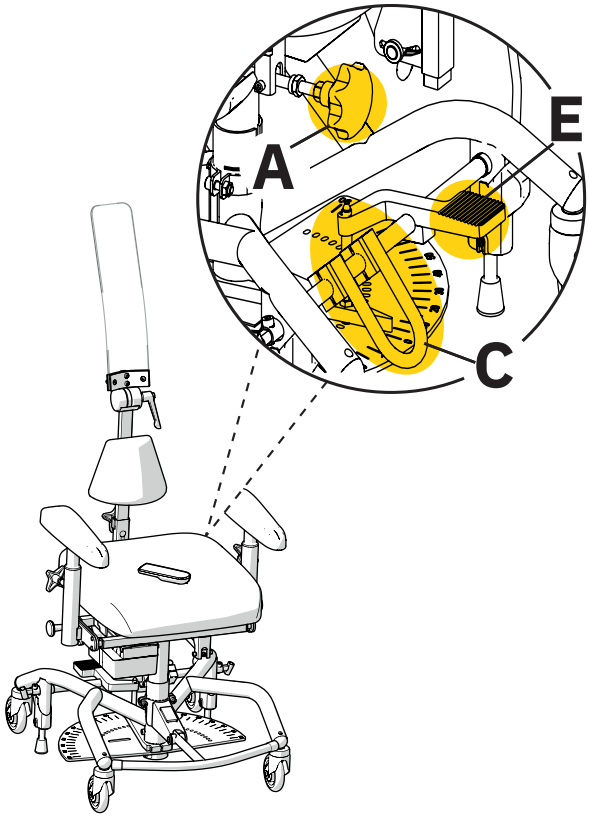
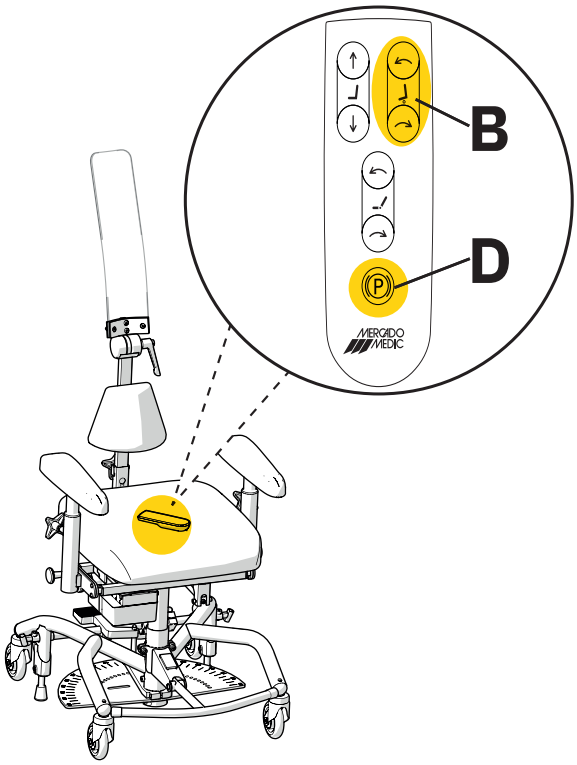

Figur 2.2. Regulering på REAL 8100 PLUS 24V Standard
Figur 2.3. Regulering på REAL 8100 PLUS 24V Comfort
Produktet er utstyrt med elektrisk høydejustering som styres med trådløs fjernkontroll. Produktet har manuell eller elektrisk setevipp, avhengig av modell. Manuell setevipp justeres med sveiv under setet (A), se figur 2.2. Elektrisk setevipp (B) styres med trådløs fjernkontroll, se figur 2.3. Produktet har manuell eller elektrisk bremse, avhengig av modell. Manuell bremse aktiveres og deaktiveres med pedal (C), se figur 2.2. Elektrisk bremse (D) styres med trådløs fjernkontroll, se figur 2.3. Produktet er utstyrt med låsbar seterotasjon som stilles inn med regulering (E) på baksiden av stativet, se figur 2.2. Trykk reguleringen ned med foten for å frigjøre rotasjonen. Roter setet til ønsket gradanvisning, og slipp reguleringen, slik at mekanismen låses fast. Se 5. Konfigurasjoner og innstillinger, for detaljert informasjon om alle funksjoner og reguleringer på produktet.